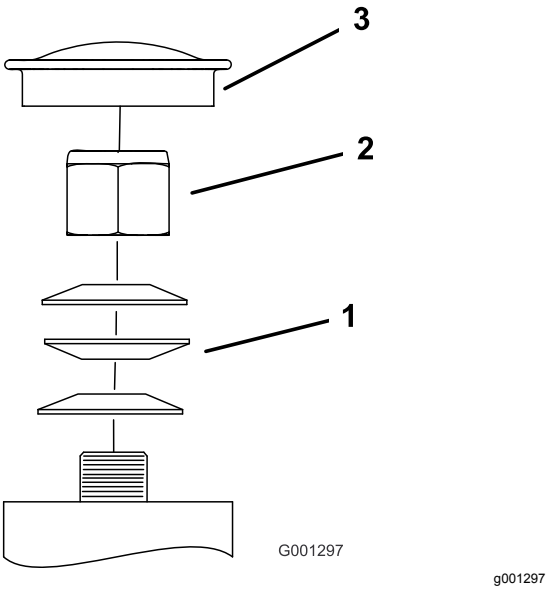

Figur 69
3. Fjern støvhætten fra styrehjulet, og spænd låsemøtrikken (Figur 69).
4. Spænd låsemøtrikken, indtil fjederskiverne er flade, og skru derefter 1/4 omgang ud for at indstille forspændingen på lejerne korrekt (Figur 69).
Vigtigt: **Sørg for, at fjederskiverne monteres korrekt som vist i Figur 69.**
5. Monter støvdækslet (Figur 69).